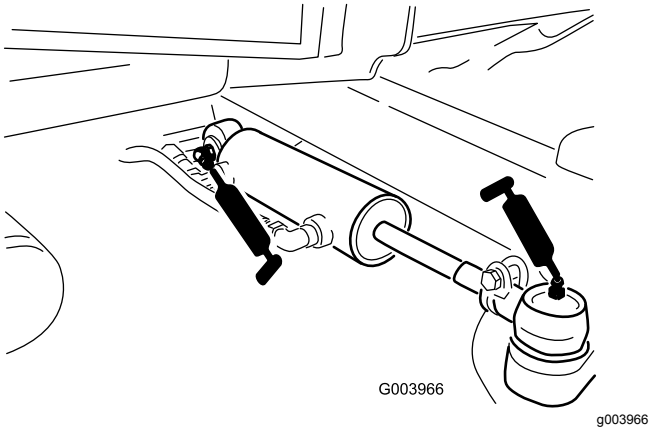

Рисунок 42
- Шаровые опоры гидроцилиндра рулевого управления (2 шт.) (Рисунок 42)